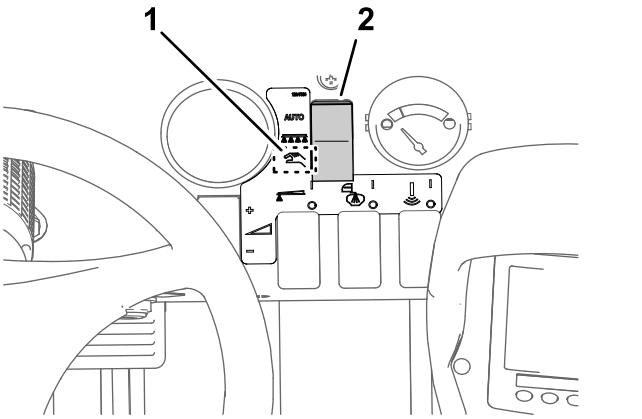

Figura 41
2. Mueva el interruptor del modo de fumigación al modo manual (Figura 41).